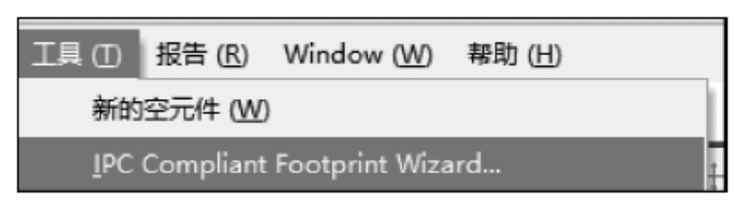

图 1-111　打开 IPC 封装向导
(1) 利用 IPC 封装向导制作 BGA 类型的封装。打开 PCB 库文件，执行菜单栏中“工具”→IPC Compliant Footprint Wizard...命令，如图 1-111 所示。